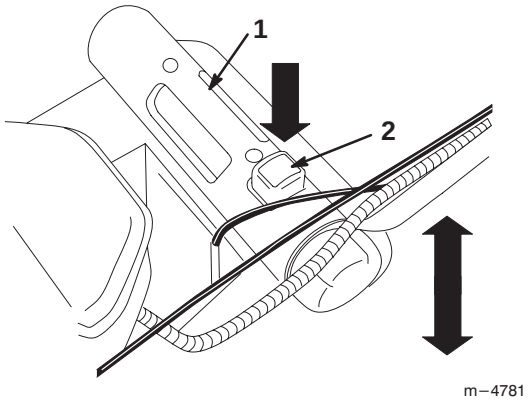

Abbildung 16
4. Den roten Knopf herunterdrücken und den Schnitthöhen-Einstellgriff halten, um die Schnitthöhe nach oben bzw. unten zu verstellen (Abb. 16).